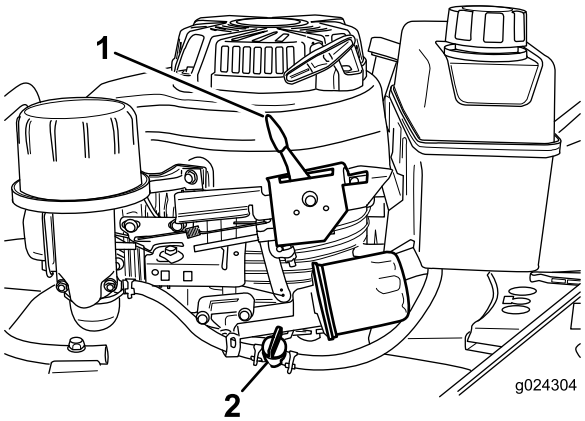

**Rysunek 11**
2. Otwórz zawór paliwowy (Rysunek 11).
3. Ustaw dźwignię przepustnicy (Rysunek 11) w pozycji Ssanie.
Zwolnij dźwignię sterującą ostrzami i przesuń dźwignię regulacji przepustnicy (Rysunek 11) w pozycję Stop.
**Informacja:** Jeśli silnik nie będzie zaraz potem uruchamiany, zamknij zawór paliwowy (Rysunek 11).